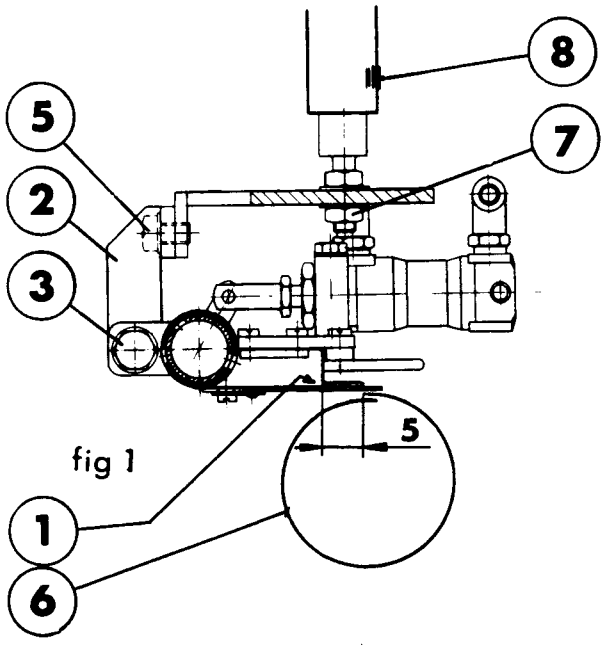
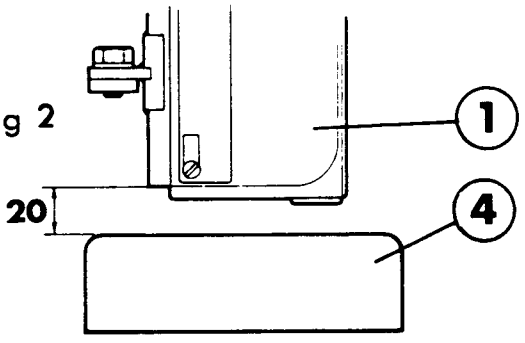

fig 1
fig 2
a) Adjust the LS-element so that it forms an angle of approx. 90° with the holder (2).
b) Adjust the distance between the nozzle of the LS-element (1) and the forming ring (4) to about 20 mm. (Fig. 2)
c) Put paper in the machine and run it to form a tube (6).
d) Adjust the LS-element in relation to the tube as shown on fig. 1. Adjust forwards with the screw (8) and laterally with the nut (7).